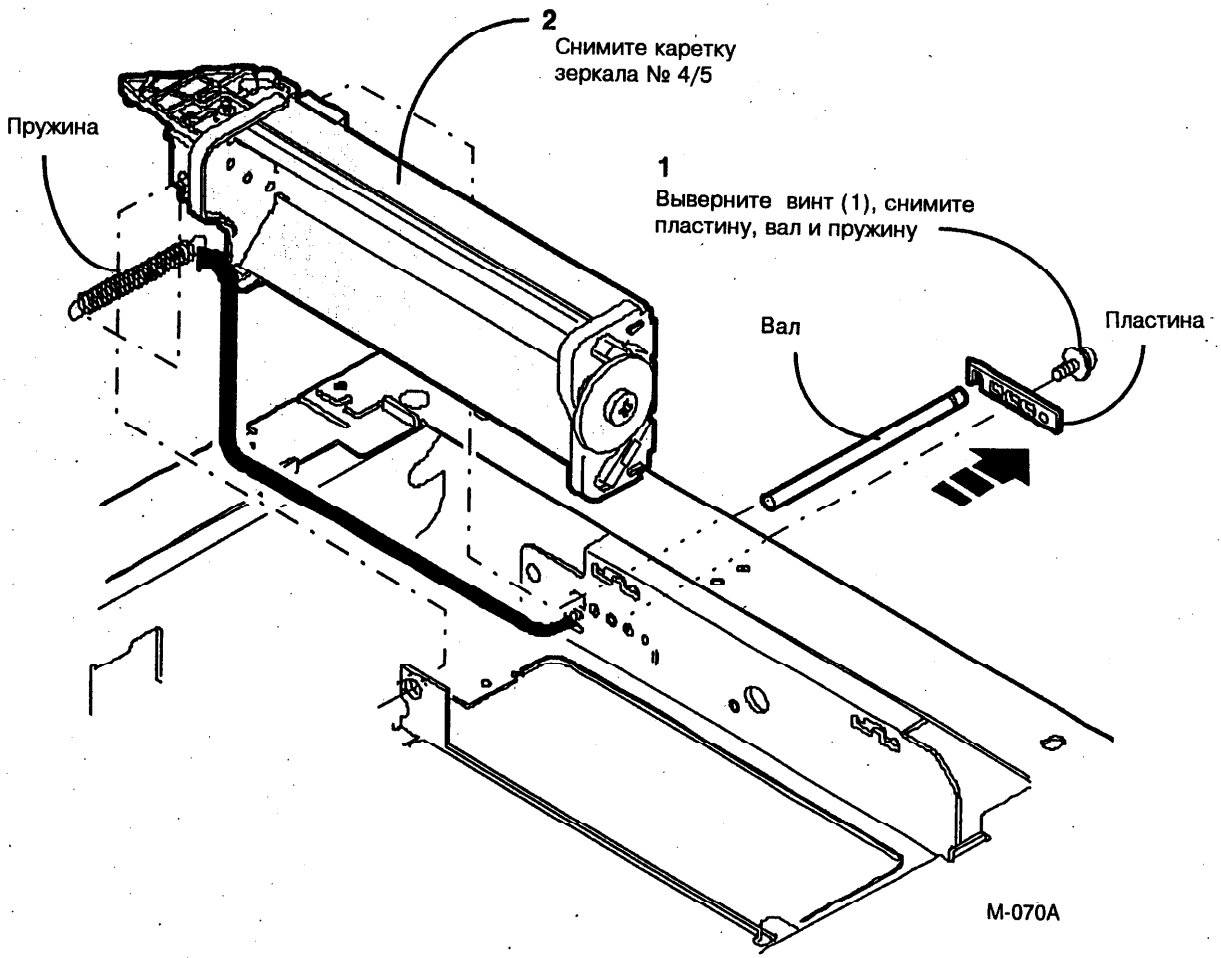

Рис. 1. Снятие каретки зеркала № 4/5
2. (Рис.1): Снимите каретку зеркала № 4/5.